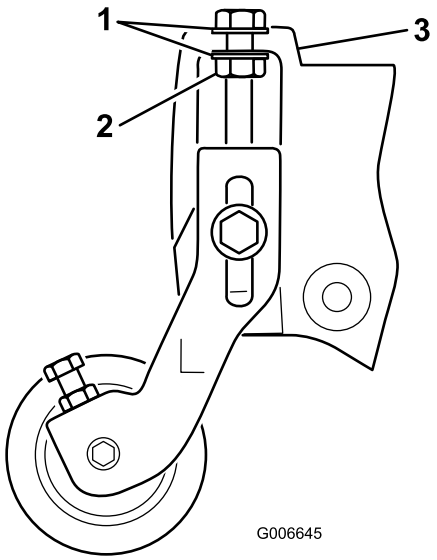

Figur 5
Bemærk: Spændeskiverne på boltene til klippehøjdejustering skal placeres på hver side af sidepladens flange (Figur 5).
10. Spænd låsemøtrikken på bolten til klippehøjdejustering, indtil spændeskiverne berører sidepladens flange. Derefter løsnes møtrikken 1/2 omgang (Figur 5).